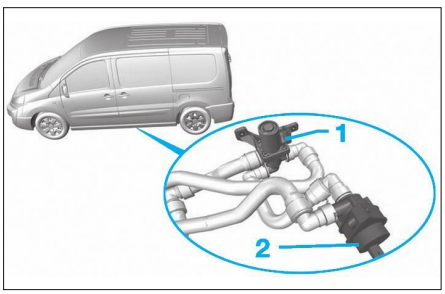

**Fig. 23**
• **Véhicule équipé d'un chauffage additionnel,** désaccoupler les durits de l'électrovanne (1) et de la pompe (2) **(Fig.23)** du radiateur de chauffage additionnel.